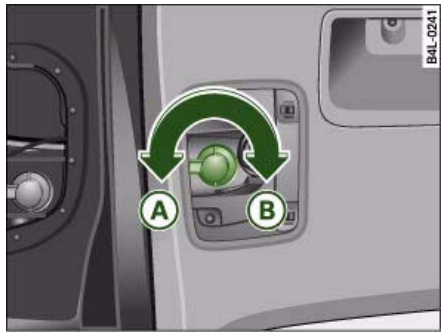

Fig. 287 Diagram: Bulb holder with a bayonet fastener
– Turn the bulb holder in the direction of the arrow (A) ⇒ fig. 287 as far as it will go and then take the bulb holder out of the light unit.
– Turn the bulb holder in the direction indicated by the arrow (B) ⇒ fig. 287 as far as it will go. ■